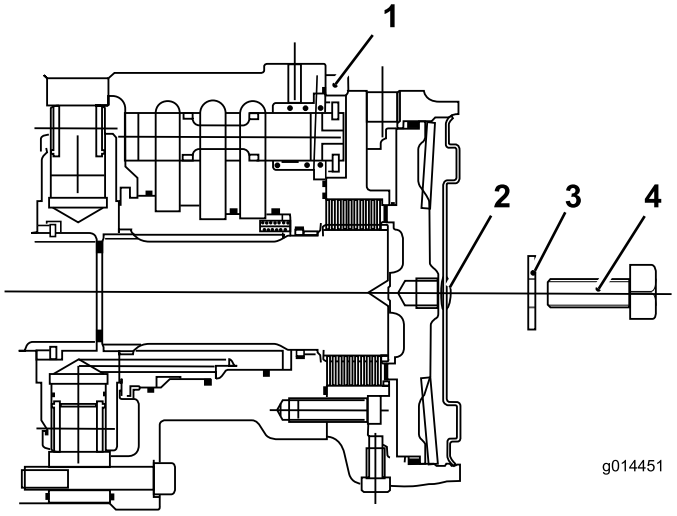

Figuur 44
C. Plaats de zeskantige plug in de zijkant van de motor (Figuur 44).